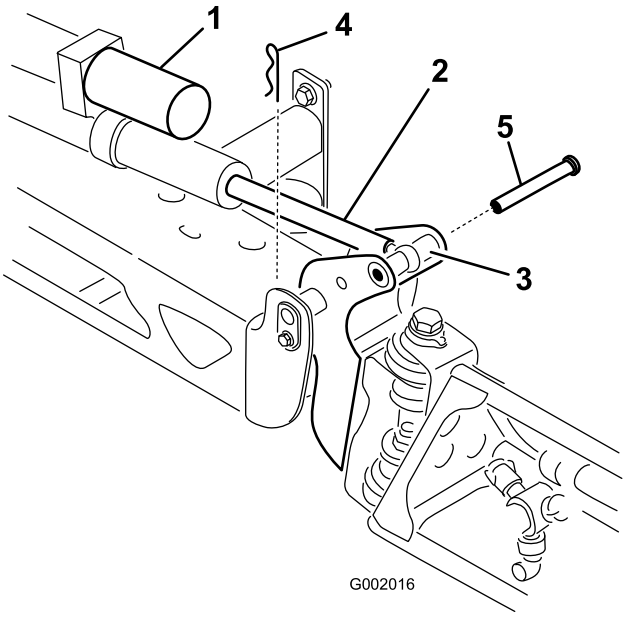

Bild 36
2. Nehmen Sie den Splint vom Gelenkstift ab (Bild 36).
3. Heben Sie den Ausleger an und nehmen Sie den Stift ab (Bild 36). Senken Sie den Ausleger langsam auf den Anschlag ab.
6. Heben Sie den Ausleger an, um das Scharnier mit der Aktuatorstange auszurichten. Halten Sie den Ausleger fest und stecken Sie den Stift durch das Scharnier des Auslegers und die Aktuatorstange (Bild 36).